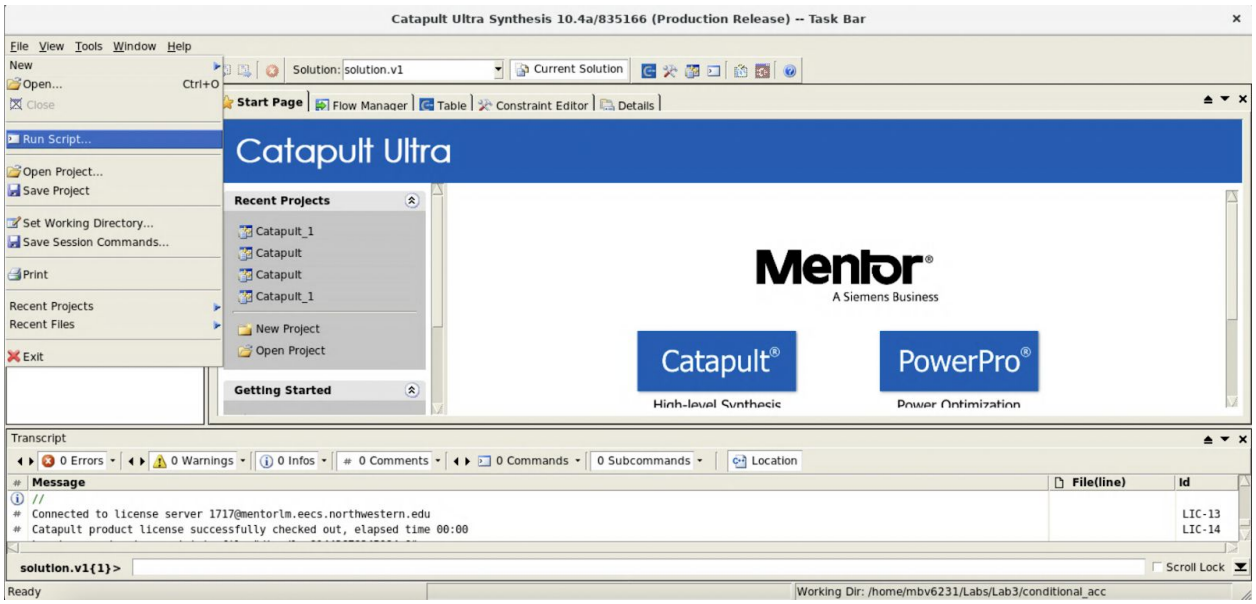

Figure 2. Catapult run script menu.
5. Go to **File** → **Run** script and select "*directives.tcl*" file, as shown in **Figure 2**. This will: